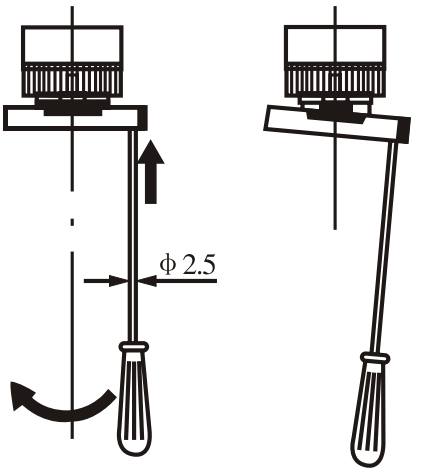

Рисунок 8. Эскиз выполнения операции
7.1.3 Если пластмассовая головка кнопки застрянет в основании, вставьте туда небольшую отвертку и слегка наклоните его, см. Рисунок 8.